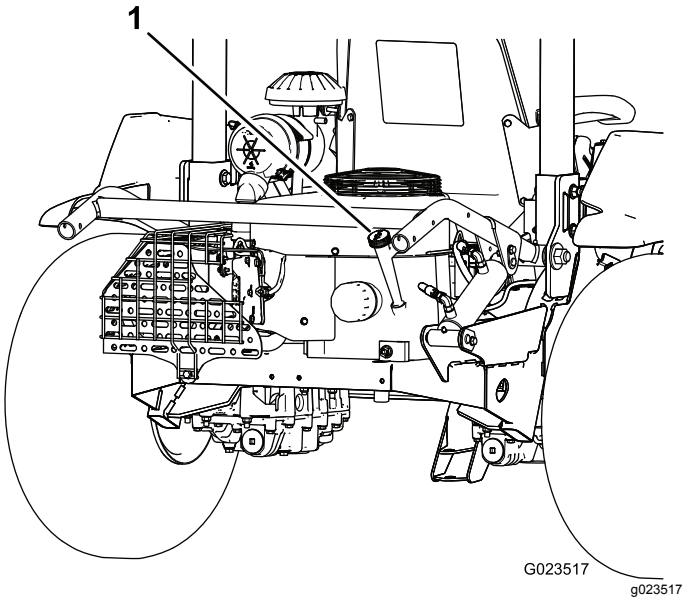

Figur 14
2. Ta ut oljestickan (Figur 14) och torka av den med en ren trasa (Figur 15).